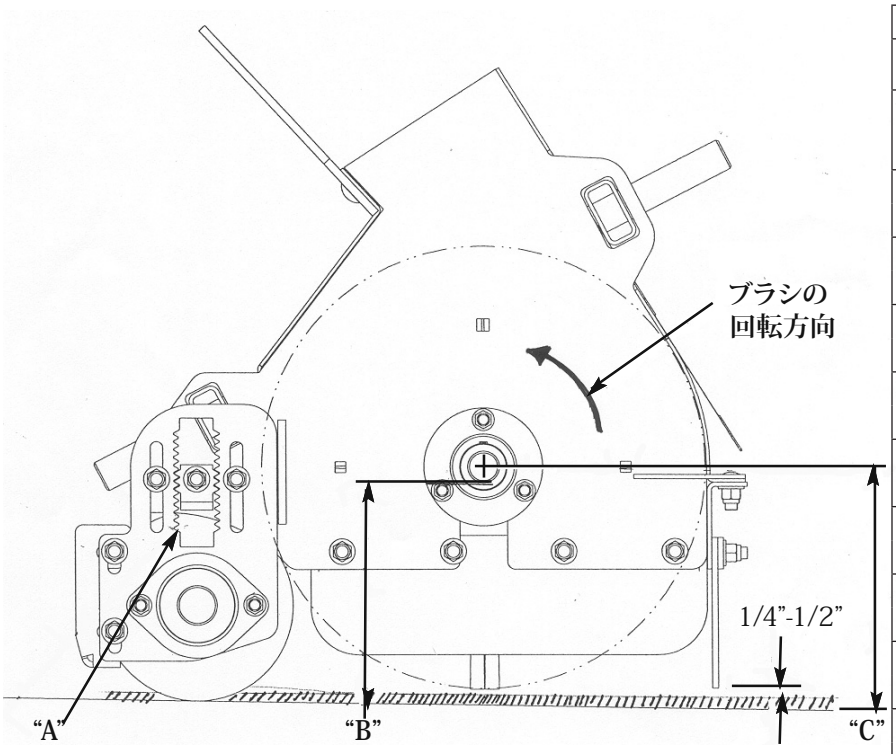

図28
3. 高さ調整キーのロックナットをゆるめる（約13 mm 引き出せるようになる）（図 28）。